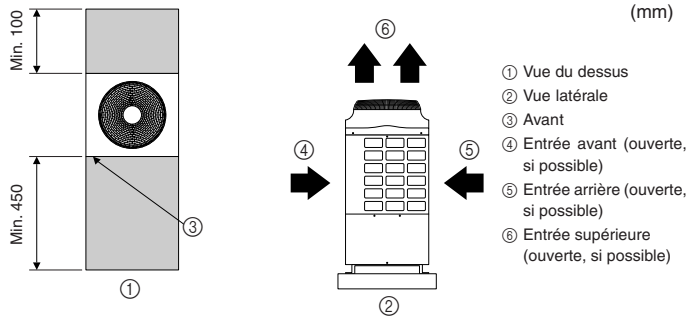

Fig. 2-3
(1) Informations de base concernant la détermination de l'espace requis (Fig. 2-3)